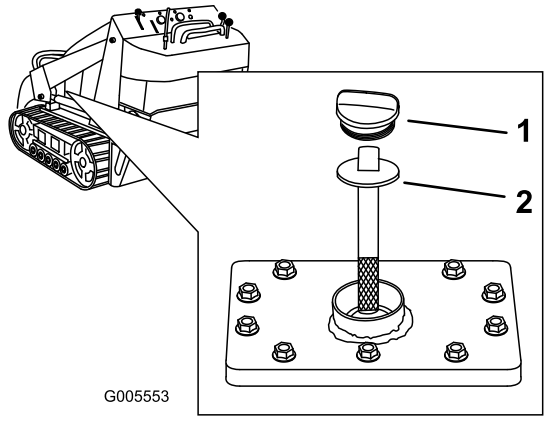

Figuur 16
5. Reinig de omgeving van de vulbuis van de hydraulische tank (Figuur 16).
6. Verwijder de dop van de vulbuis en controleer het vloeistofpeil op de peilstok (Figuur 16).